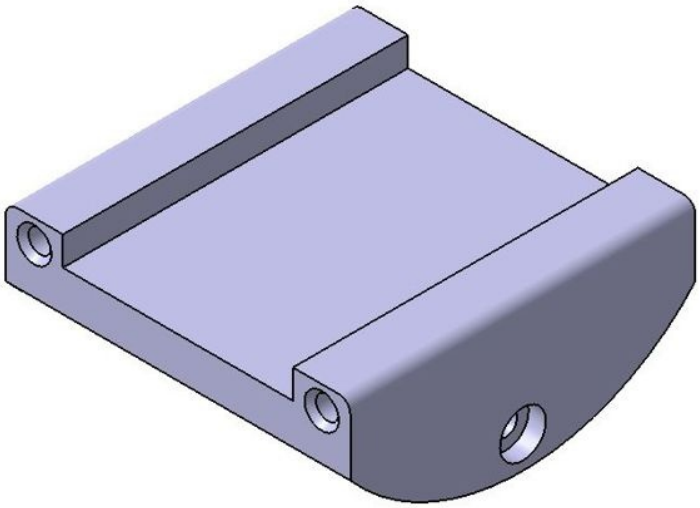

Figure 7-36 *Model after modifications*
16. Exit the **Sketcher** workbench. The model after modifying the sketch is shown in Figure 7-36.